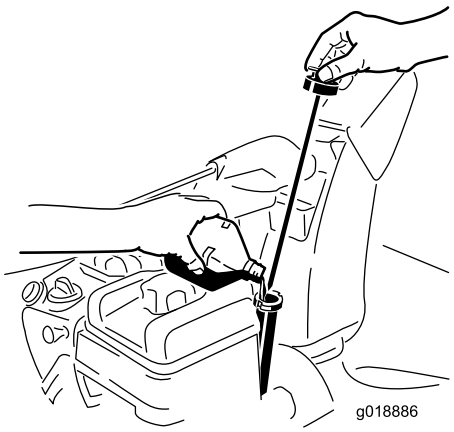

Figur 13
1. Fjern peilestaven, og hell olje **sakte** inn i oljepåfyllingsrøret for å heve oljenivået til Full-merket på peilestaven. **Ikke fyll på for mye** (Figur 13). Se Kontrollere motoroljenivået i avsnittet Vedlikehold.